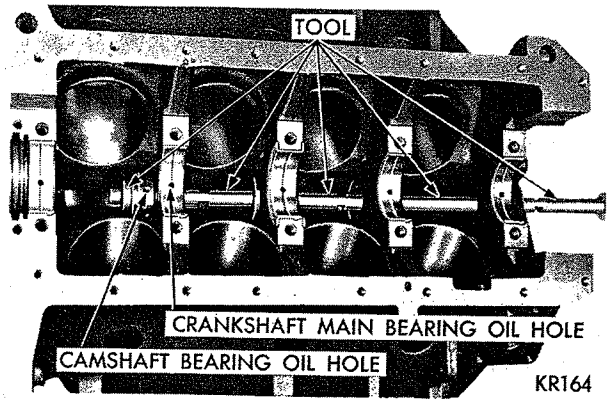

*Fig. 34—Removing Camshaft Bearing Using Tool C-3132A*
(1) With engine completely disassembled, drive out camshaft rear bearing welch plug.
(2) Install proper size adapters and horse shoe washers (part of Tool C-3132A) at the back of each bearing to be removed and drive out bearings (Fig. 34).
(1) Install new camshaft bearings with Tool C-3132A. Place new camshaft bearing over proper adapter.
(2) Position bearing in the tool. Install the horse shoe lock and by reversing removal procedure, carefully drive bearing into place (Fig. 34).
(3) Install remaining bearings in like manner.
The oil holes in camshaft bearings and the cylinder block must be in exact register to insure proper lubrication (Fig. 34).